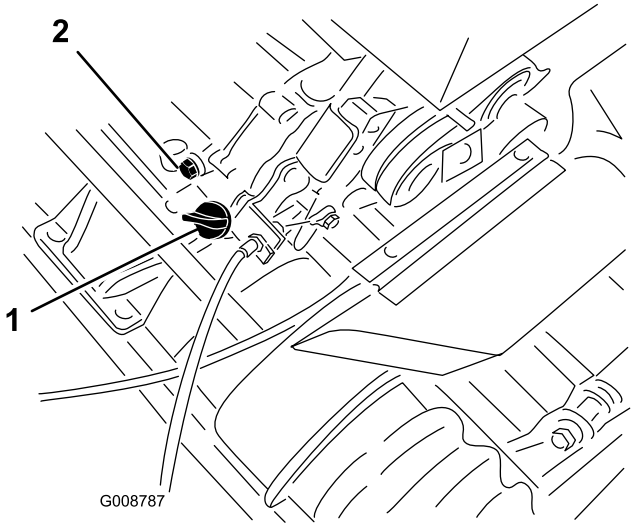

Figuur 22
1. Plaats de machine zo, dat de motor waterpas staat en reinig de omgeving van de oliepeilstok (Figuur 22).
2. Plaats een opvangbak onder de aftapplug aan de achterzijde van de machine (Figuur 22).